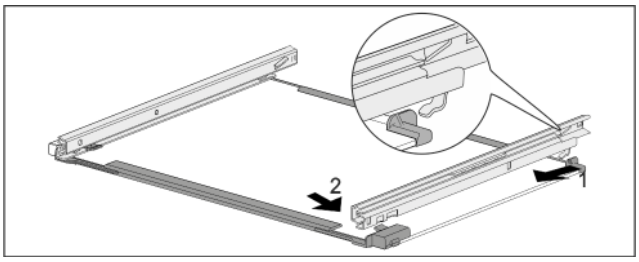

Fig. 159 Glass shelf with rails
▶ Hook in rail at the back. *Fig. 159 (1)*
▶ Hook in rail at the front. *Fig. 159 (2)*